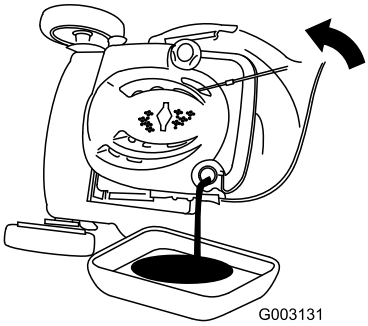

**Figura 35**
3. Inclinate il tosaerba sul fianco, con il filtro dell'aria in alto, per scaricare l'olio usato attraverso il tubo di riempimento (Figura 35).